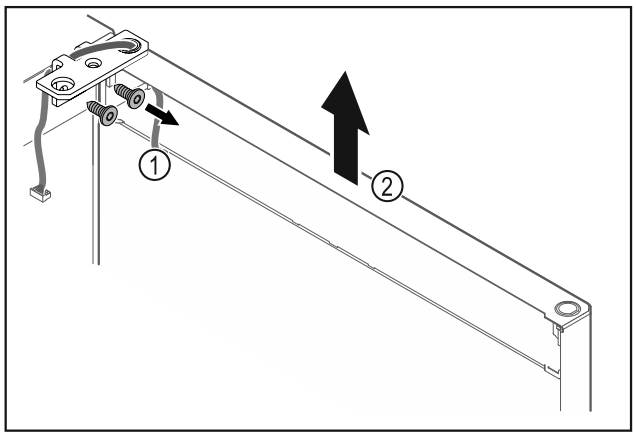

Fig. 20
- ▶ Отвинтите шарнирные уголки *Fig. 20 (1)*.
- ▶ Дверь вместе с шарнирными уголками поднимите строго вертикально вверх *Fig. 20 (2)* приблизительно на 200 мм и снимите.